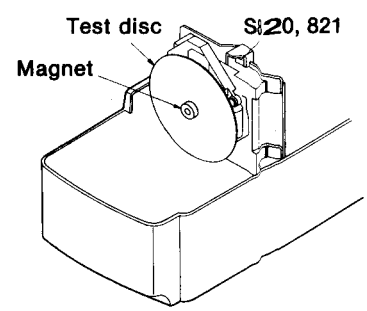

Fig. 14
3. Insert the test disc and magnet into the CD player in that order(see Fig. 14).
1. Operates safty switches S820, 821, see Fig. 14.